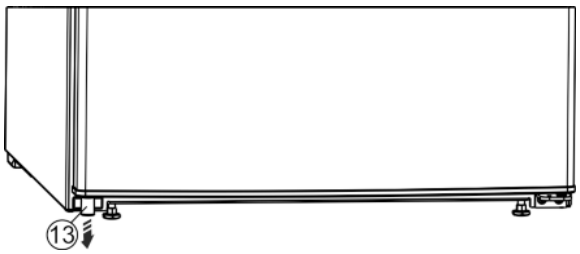

Fig. 4
▶ Unten links das Distanzteil *Fig. 4 (13)* aus der Tür herausnehmen.